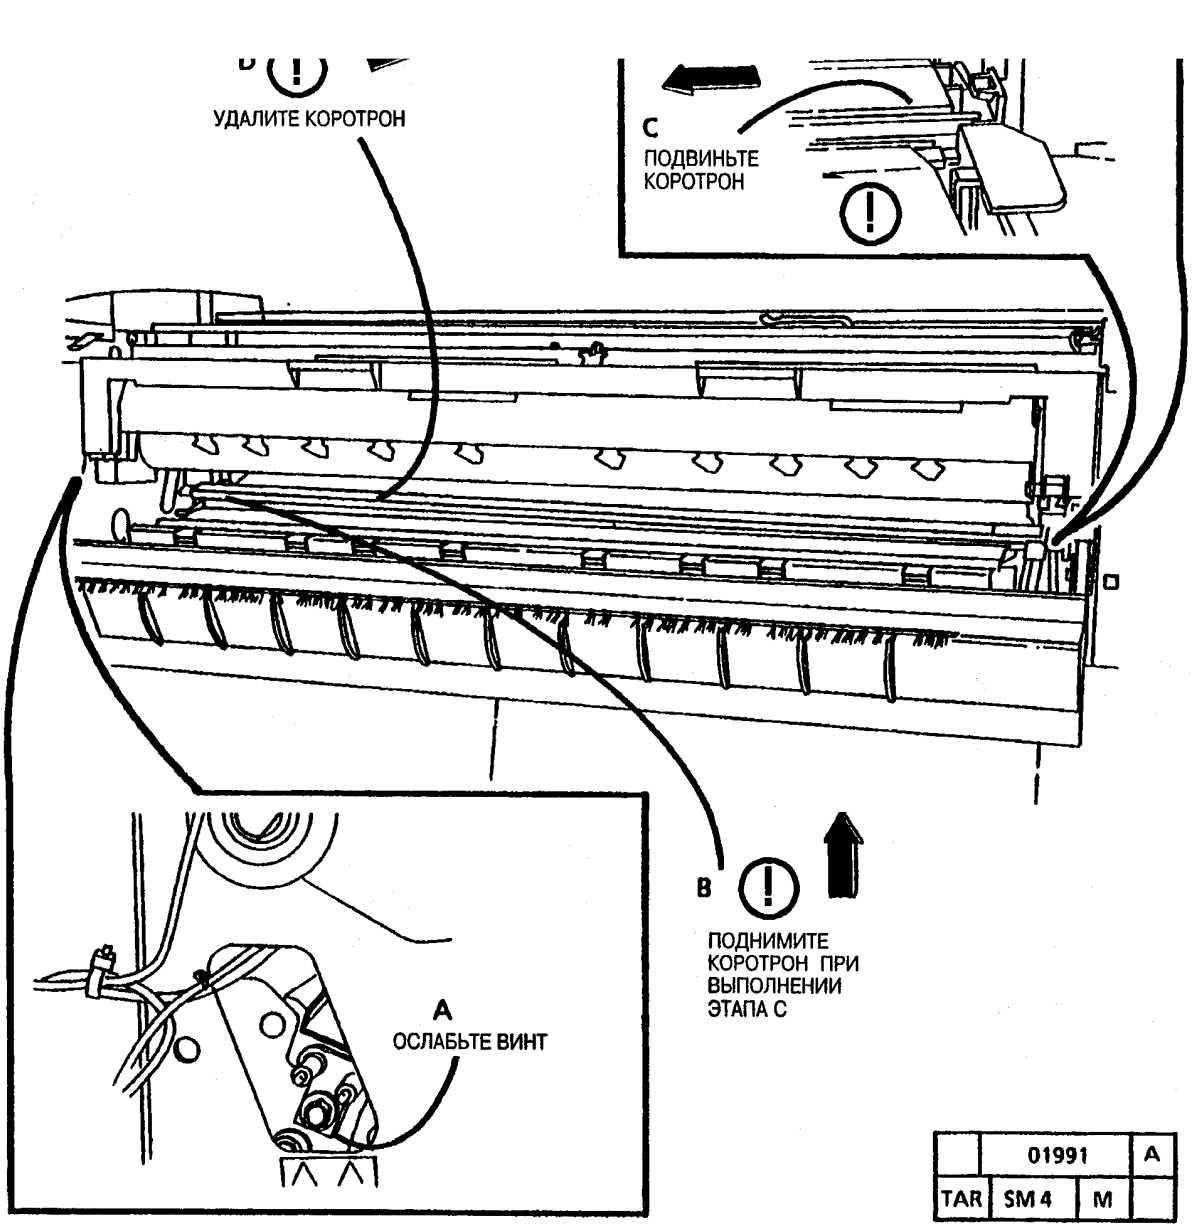

Рис. 1. Удалите коротрон переноса/снятия заряда
2. (Рис. 1): Удалите коротрон переноса/ снятия заряда.